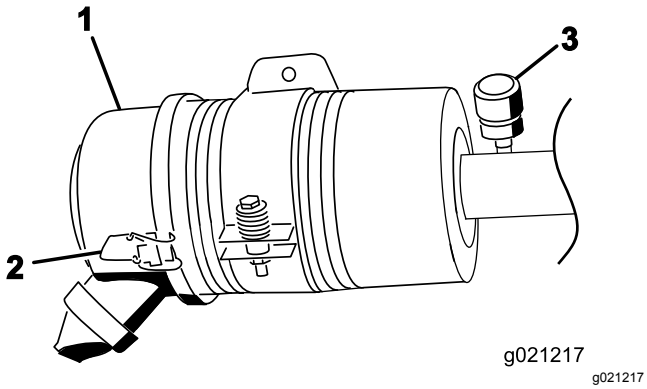

Figuur 83
Geef het luchtfilter uitsluitend een onderhoudsbeurt als de onderhoudsindicator (Figuur 83) dit aangeeft. Als u het luchtfilter vervangt voordat dit nodig is, wordt alleen maar de kans vergroot dat er vuil in de motor komt als u het filter verwijdert.
2. Maak de sluitingen los waarmee het deksel van het luchtfilter is bevestigd aan het luchtfilterhuis (Figuur 83).